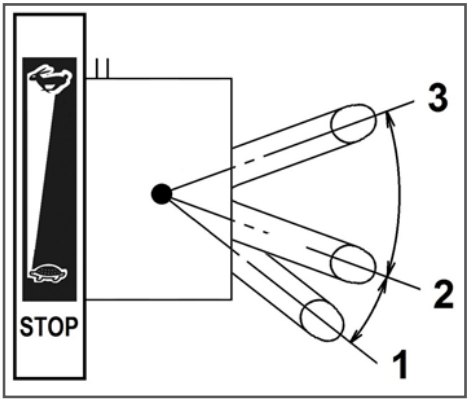

Рис. 14 Рычаг газа (вид сверху)
4. Переведите рычаг газа на 1/3 хода в сторону положения максимальных оборотов двигателя (Рис. 14).
При возникновении аварийной ситуации, для экстренной остановки мотокультиватора переведите рычаг газа в положение 1 (Рис. 14).
1. Переведите двигатель в режим холостого хода, для этого переведите рычаг газа в положение 2 холостых оборотов двигателя (Рис. 14) и дайте двигателю поработать примерно 1 минуту.
2. Переведите рычаг газа в положение 1 (Рис. 14).
Для изменения скорости движения мотокультиватора на каждой передаче пользуйтесь рычагом газа (Рис. 14) (следите, чтобы двигатель не заглох).